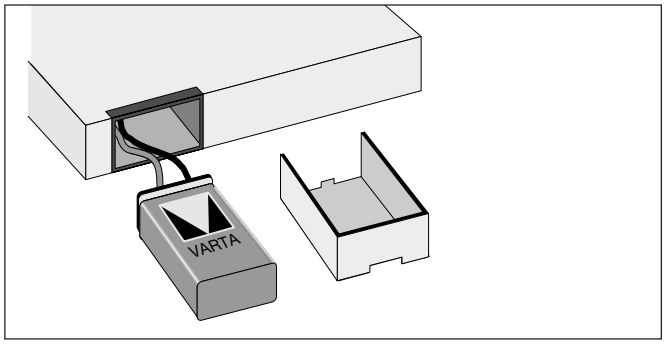

Bild 10.5-3. Herausnehmen der Batterieschublade
- Batterieschublade 9 mit dem Daumennagel in Pfeilrichtung etwas anheben und Schublade dann ganz herausziehen (Bild 10.5-3).